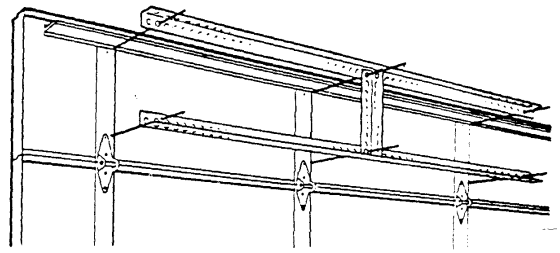
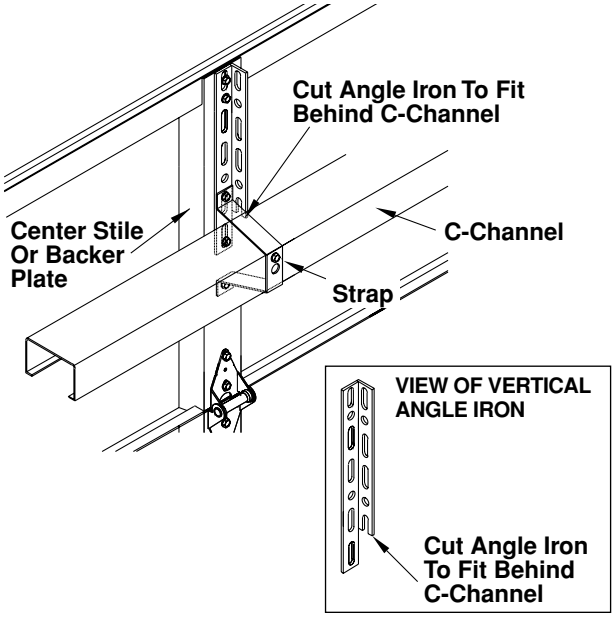

Fig. 1-OP
Fig. 3-OP OPENER REINFORCEMENT ASSEMBLY FOR C-CHANNEL DOORS
- Place remaining 8 ft. [244 cm] piece across the top of the section, bridging across the same three stiles as the bottom angle. Attach with fasteners similar to ones used with the hinges. One fastener per stile. If your door has a strut at the top of the section, remove the bottom strut fasteners and overlap the flange of the strut with the angle iron to secure the bottom of the strut. Attach angle using the fasteners removed with the strut (FIG. 1-OP) Refer to Figure 3-OP for C-Channel.
- Cut the 24" [610 mm] piece of punched angle iron to span from top horizontal angle to bottom horizontal angle. Place vertical angle directly in the center of the door. Attach vertical angle to both the top and bottom horizontal angles with two $^3/_8$" [10 mm] nuts and two $^3/_8$" [10 mm] bolts. Refer to Figure 3-OP for C-Channel.